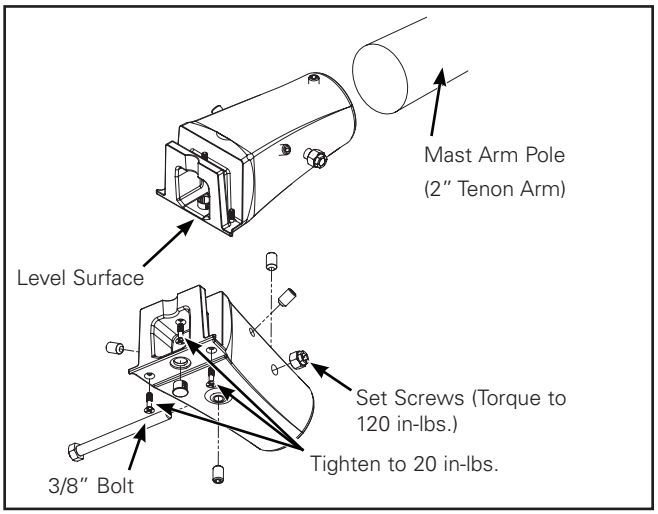
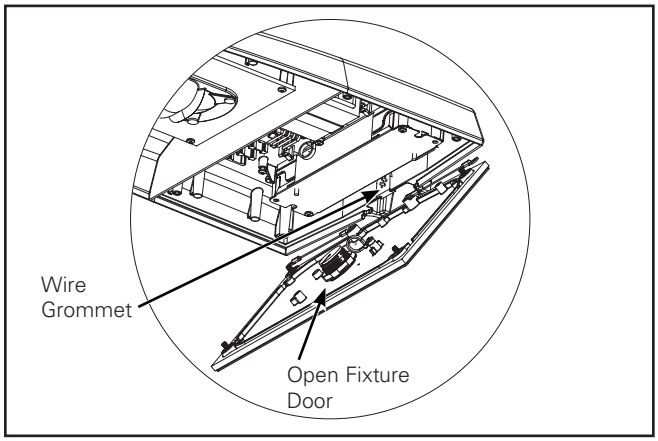

Figure 7.
Figure 8.
Mast Arm Mount (Figure 7. and Figure 8.)
2. Secure the mast arm adapter to the mast arm with the (4) 3/8-16 x 3/8" set screws. Level the mast arm adapter while tightening the set screws. Torque to 120 in-lbs.
4. Open fixture door by loosening the (4) Phillips head screws (or thumb screws if supplied) on the door. (Figure 8.)
5. Remove wire grommet for fixture wires at the back of the fixture. (Figure 8.)
6. Fold fixtures wires and mast arm adapter wires out of the way and slide fixture on to the mast arm adapter. Tighten the three phillips head screws to 20 in-lbs. (2.3 N-M), and install the plastic plug over the center screw. (Figure 7.)